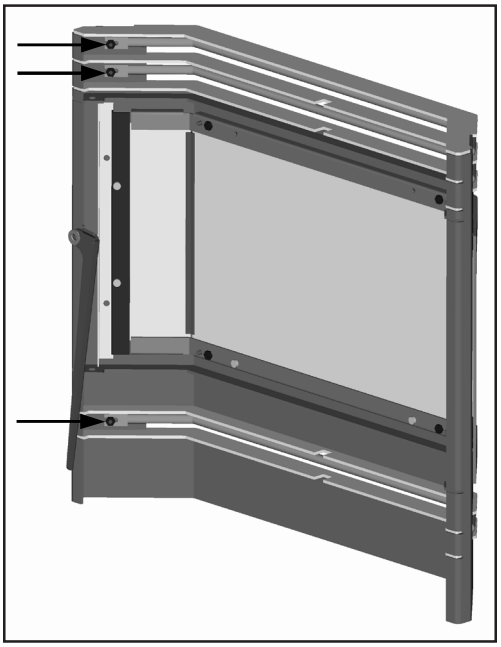

Figure 47: Door with louvers.
Door must be open. The three (3) arrows in Figure 47 point to three (3) of the nuts that hold the louvers on. There are three nuts on each end. Remove the six nuts by hand; if the nuts are tight, a $^{11}/_{32}$" socket can be used. When removing the louvers, pull one end of the louver up over the stud. If it is difficult to remove the louver, push on one side from the front, then pull the other end off the second stud.